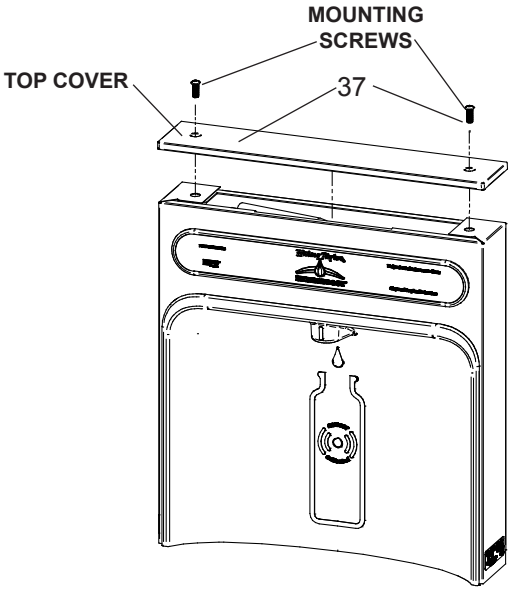
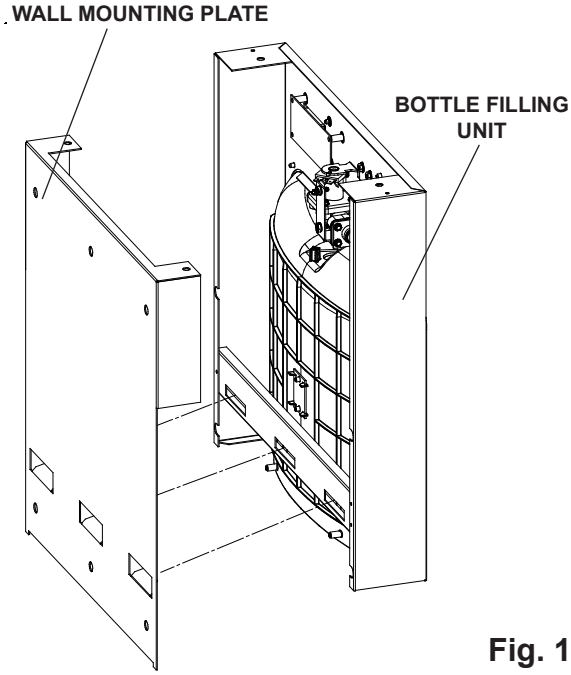

Fig. 9
Fig. 14
1) **Remove two (2) mounting screw**s with 5/32” Allen wrench holding top cover to Bottle Filler (See Fig. 9). Remove top cover. Note do not discard mounting screws, they will be needed to reinstall top cover.
8) **With the power cord and waterline through hole** on top of water cooler place Bottle Filler on the three (3) angled tabs protruding from the wall mounting plate installed on wall. Make sure round boss in gasket fits in hole of basin. (See Fig. 14).
9) **Once Bottle Filler is installed on wall plate tabs,** water line and power cord are installed properly, push top of Bottle Filler toward wall and line up top cover two (2) holes.
10) **Reinstall Top Cover on Bottle Filler** (See Fig. 9) with two mounting screws from step 1 above. Caution, do not over tighten screws.